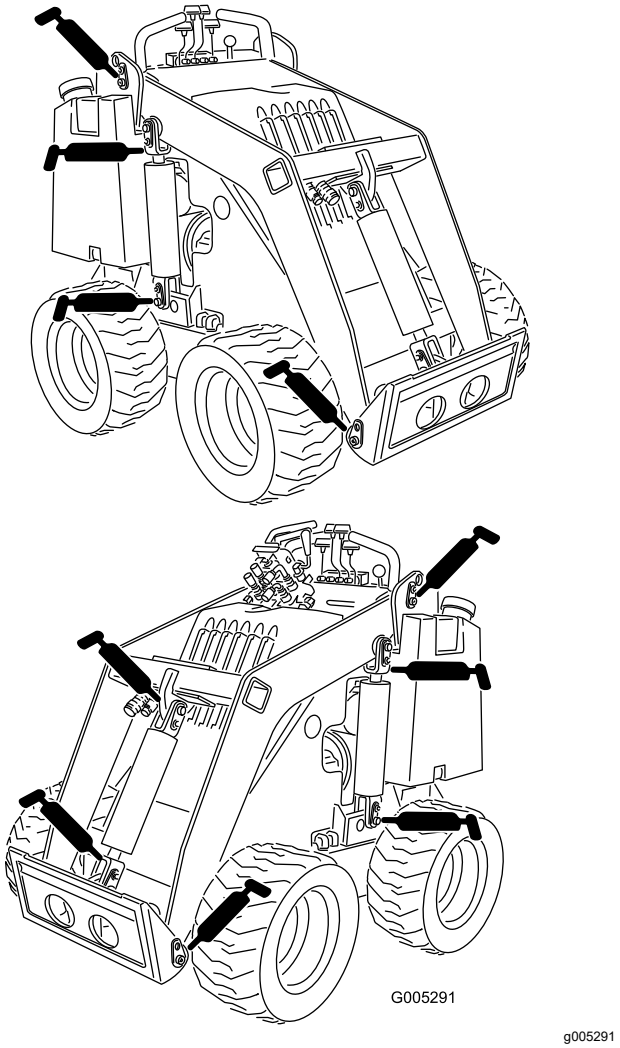

Figuur 20
4. Sluit een smeerpistool aan op elke smeernippel (Figuur 20 en Figuur 21).